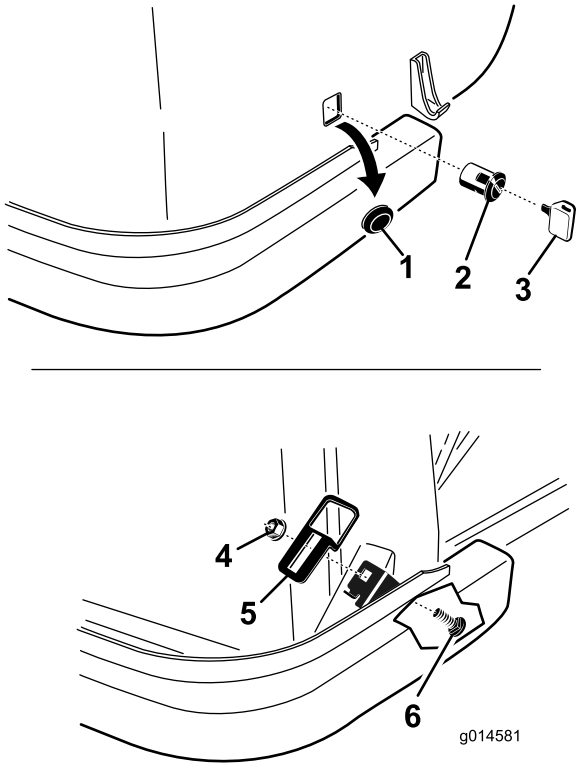

Figura 2
2. Retire el tapón del hueco cuadrado situado en el lado derecho del capó. Deseche el tapón (Figura 2).
6. Localice el hueco cuadrado en la pestaña del lado derecho del travesaño del bastidor. Monte el cerradero en la pestaña con un tornillo de cuello cuadrado y una tuerca con arandela prensada. Coloque el cerradero según se muestra en Figura 2.